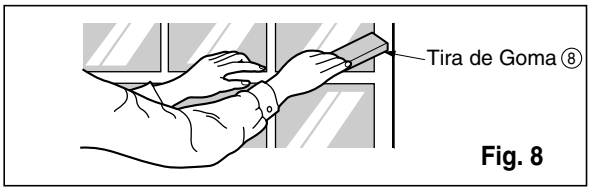

Fig. 8
11. Corte la tira de goma ⑧ a la medida apropiada e introdúzcala entre la parte superior e inferior de la ventana. (Ver Fig. 8)